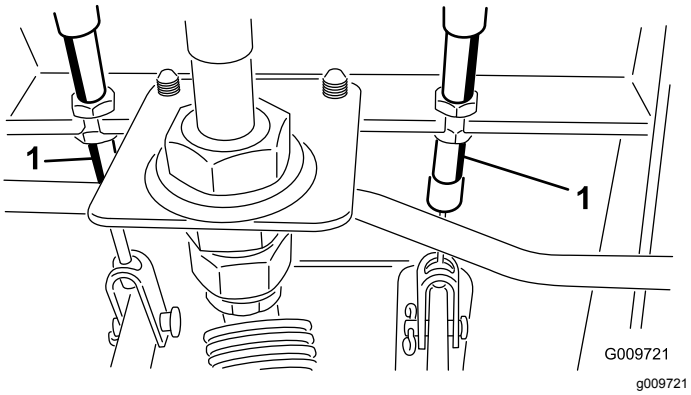

Rysunek 74
A. Poluzuj przednią nakrętkę na gwintowanym końcu linki hamulca (Rysunek 74).